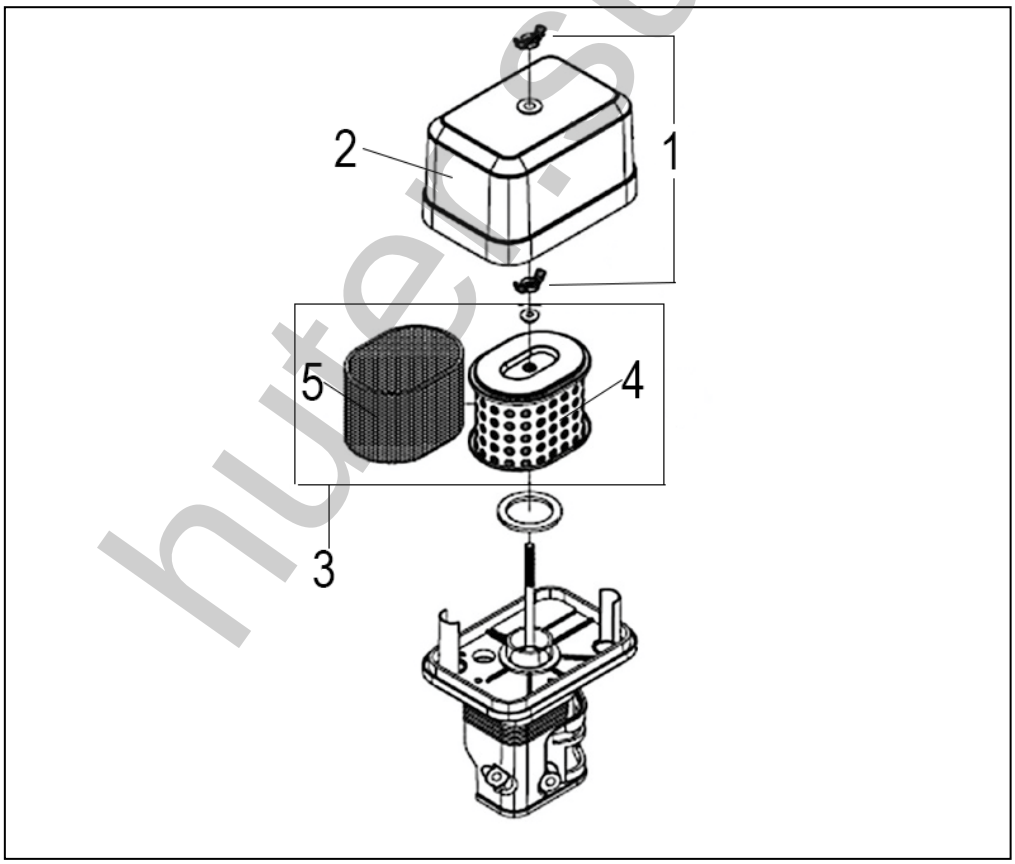

Рис. 15. Обслуживание воздушного фильтра.
1. Открутите верхнюю гайку (1) и снимите крышку (2) воздушного фильтра (Рис. 15).
2. Открутите нижнюю гайку (1) и извлеките из корпуса воздушный фильтр (3) в сборе.
3. Необходимо проверить целостность и чистоту фильтрующих элементов. Поролоновый (первоначальный) фильтрующий элемент (5) установлен на корпусе бумажного фильтрующего элемента (4).
4. В случае если загрязнение незначительно, промойте поролоновый фильтрующий элемент (5) теплым мыльным раствором и